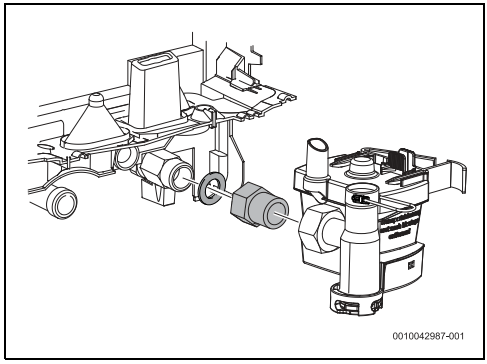

Bild 29 Zusätzliche Buchse
▶ Zusätzliche Buchse anbringen, um die ordnungsgemäße Installation des Aquastop-Systems zu ermöglichen (Bild 29).